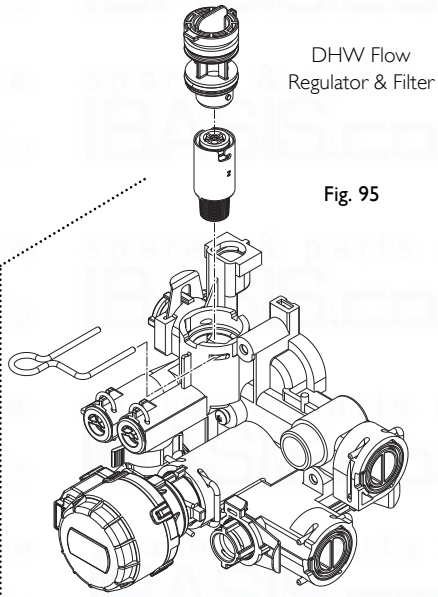

Fig. 95
14.19 DHW Flow Regulator & Filter (Fig. 95)